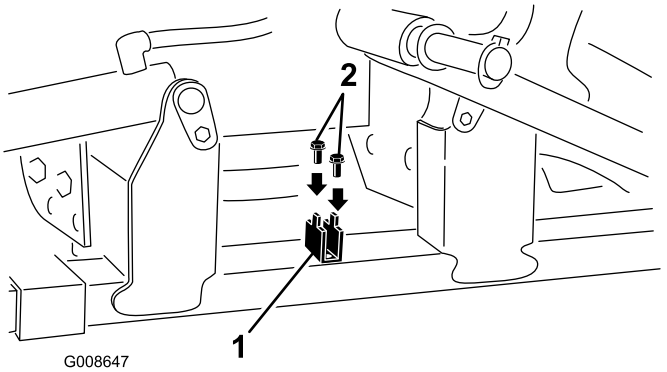

Figure 4
6. Mount the spring bracket to the top of the frame tube with (2) ¼ inch self tapping flange bolts (Figure 4).